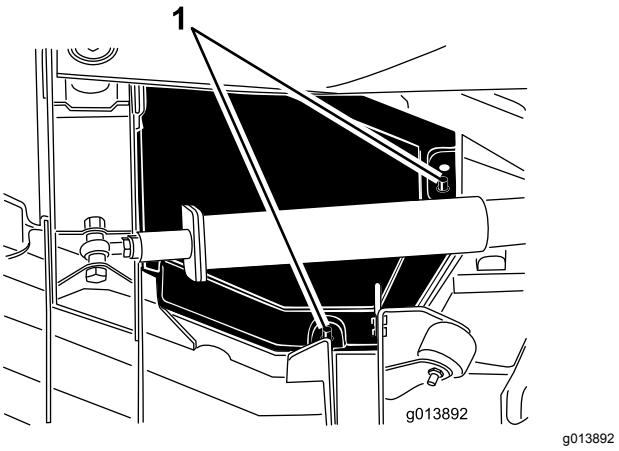

Figuur 83
4. Til de achterste en binnenste rand van de kap van de montagestangen (Figuur 83).